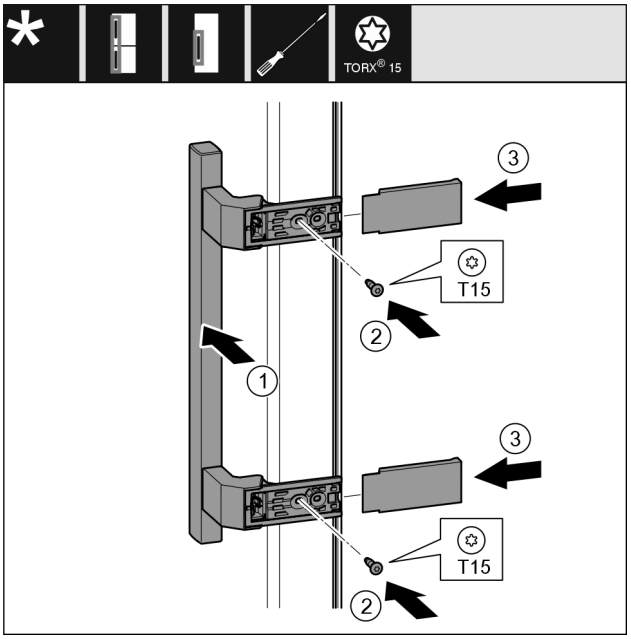

Fig. 11
- ▶ Sett på håndtaket på motsatt side. *Fig. 11 (1)*
- ▶ Skru fast skruene med skrutrekkeren T15. *Fig. 11 (2)*
- ▶ Sett dekslene på siden og skyv dem på. *Fig. 11 (3)*